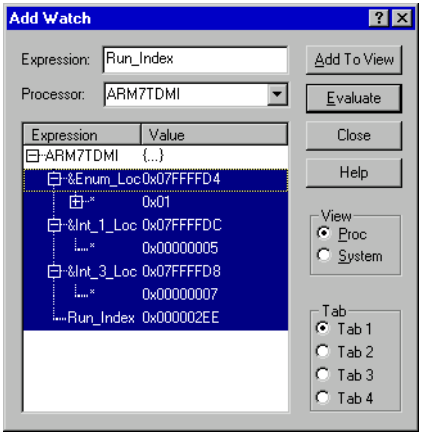

**Figure 3-6 Specifying variables to watch**
6. Right-click in the window, and select **Add Watch** from the pop-up menu. A Watch dialog appears, prompting you to enter an expression. For this example you enter some valid variable names, most of them preceded by an ampersand (&). See Figure 3-6.
8. Select all the lines you have entered, as shown in Figure 3-6 on page 3-10, ensure that **Proc** is the selected View and **Tab1** the selected Tab, then click the **Add To View** button and the **Close** button.